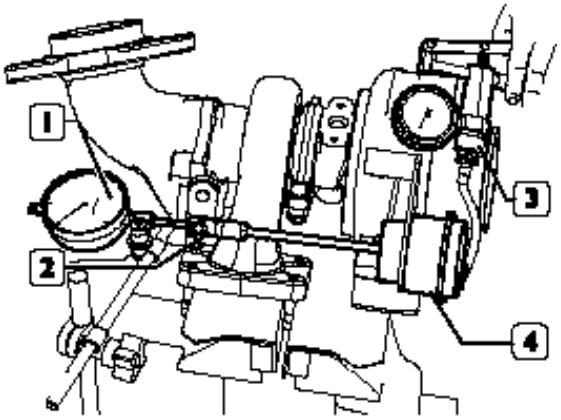

Figura 289
Cubra las entradas y salidas del aire, de los gases de escape y del aceite de lubricación. Efectúe una cuidadosa limpieza externa del turbocompresor utilizando para ello líquido anticorrosivo y antioxidante. Desconecte la tubería (2) en la boca de la válvula limitadora de presión (1) y aplique en la misma la tubería del aparato 99367121 (3, figura 289).